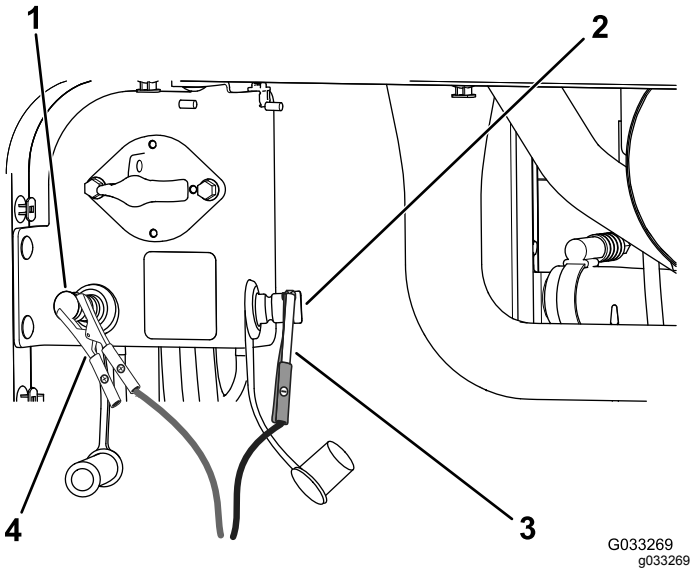

Figur 99
4. Anslut plusstartkabeln (+) till plusstartpolen (Figur 99).
5. Anslut minusstartkabeln (−) till minusstartpolen (Figur 99).
7. När motorn startar ska den andra personen koppla bort minusstartkabeln (−) från minusstartpolen och sedan koppla bort plusstartkabeln (+) (Figur 99).